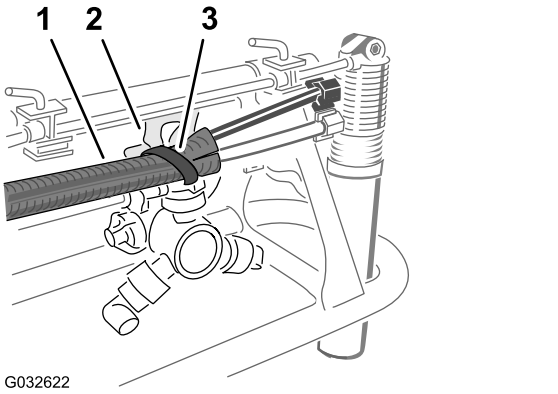

**Figur 15**
5. Fastgør rørsamlingen til hullet i dysestøtten med et kabelbånd som vist i Figur 15.